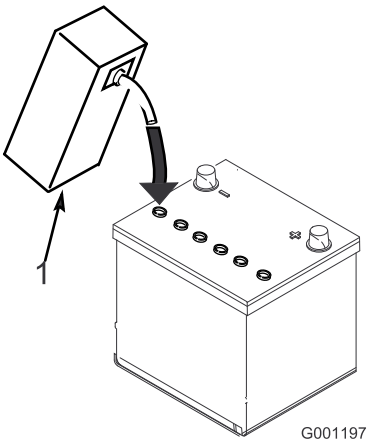

Figur 10
3. Fyll försiktigt varje cell med elektrolyt tills plattorna är täckta med ca 6 mm vätska (Figur 10).
4. Låt elektrolyten sugas upp av plattorna under 20 till 30 minuter. Fyll vid behov på så mycket elektrolyt att nivån kommer upp till ca 6 mm från botten av påfyllningshålet (Figur 10).